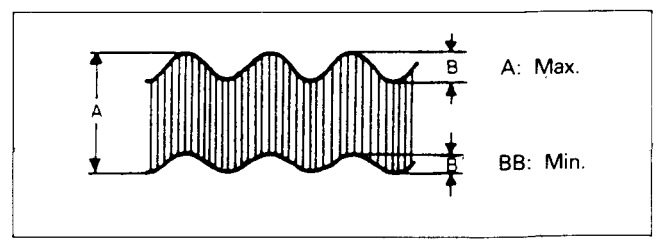

Fig. 11 Audio output
8) Play back the audio 7 kHz signal on the alignment tape. Turn the adjustment screws for the tilt, azimuth and the AC head height alternately so the audio outputs from the both channels shown in Fig. 11 are maximum and the envelopes are flat and stable.